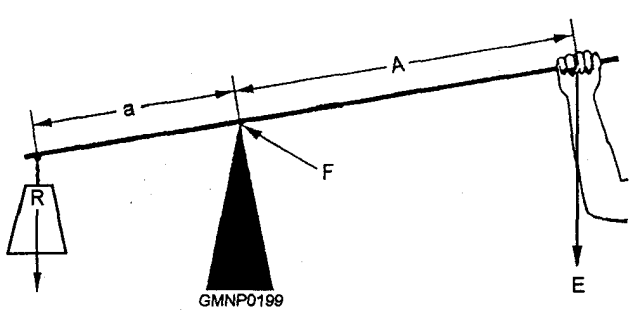

Figure 4-7.—A simple lever.
The three basic components that comprise all levers are the fulcrum (F), a force or effort (E), and a resistance (R). Look at the lever in figure 4-7. You seethe pivot point (F, fulcrum), the effort (E) that you apply at a distance (A) from the fulcrum, and a resistance (R) that acts at a distance (a) from the fulcrum. Distances (A) and (a) are the lever arms.